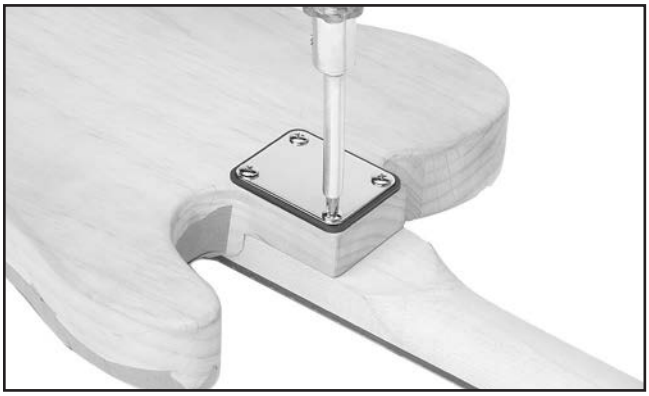

Figure 10. Fastening neck to body.
3. Fasten the four #7 x 1⅜" screws, but do not final tighten them (see **Figure 10**).